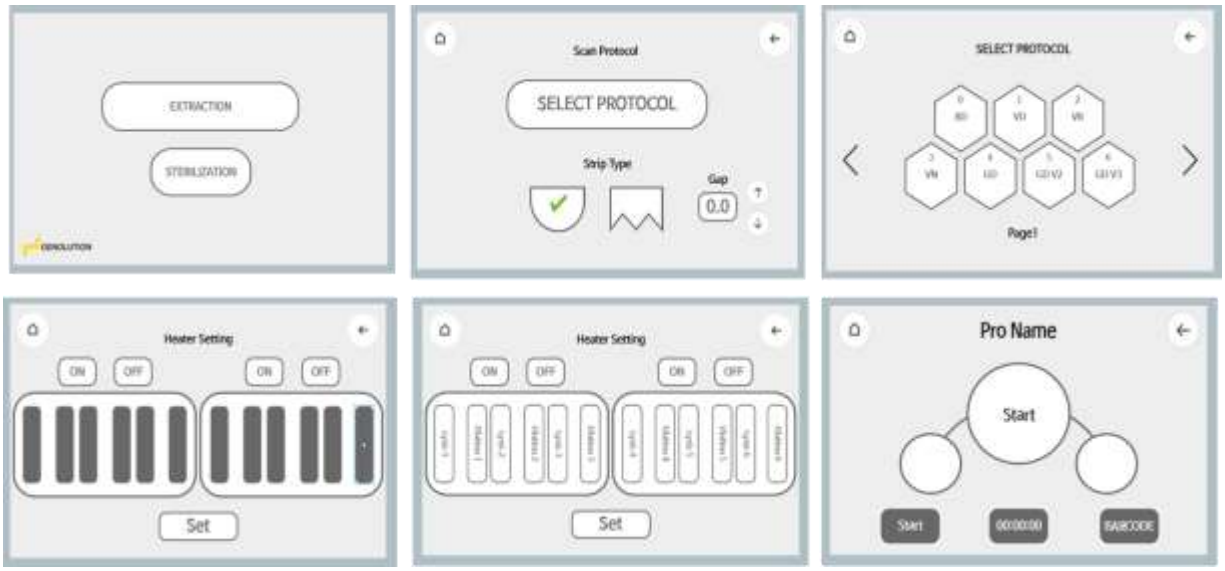

Figura 5: Pantallas de configuración del protocolo
9. Seleccione Extraction→ Seleccione Strip Type redonda→ Seleccione Protocol → Seleccione BD → Toque el botón de ON/OFF para seleccionar la región de calentamiento para el cargador de placas izquierdo y derecho → Presione el botón Set para completar la configuración → START (Figura 5)